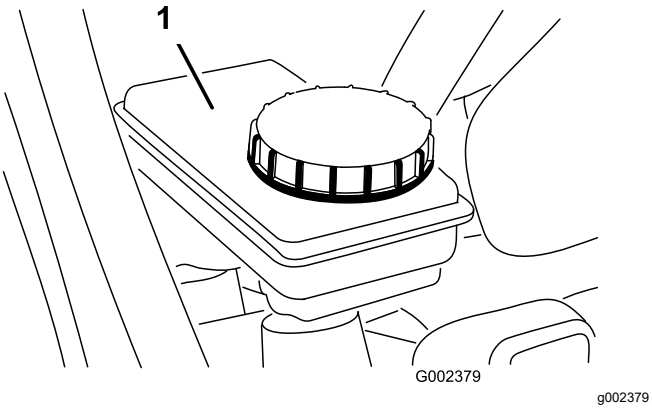

Figura 51
5. Asegúrese de que el nivel de fluido llegue a la línea Lleno del depósito (Figura 51).
6. Si el nivel de líquido es bajo, limpie la zona alrededor del tapón, retire el tapón y llene el depósito hasta el nivel correcto con el líquido de frenos especificado (Figura 51).